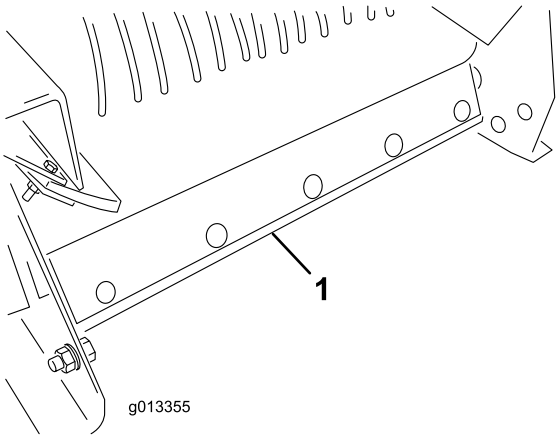

Rysunek 56
5. Usuń zespół zgarniacza czyszczenia taśmy z tyłu maszyny (Rysunek 56).